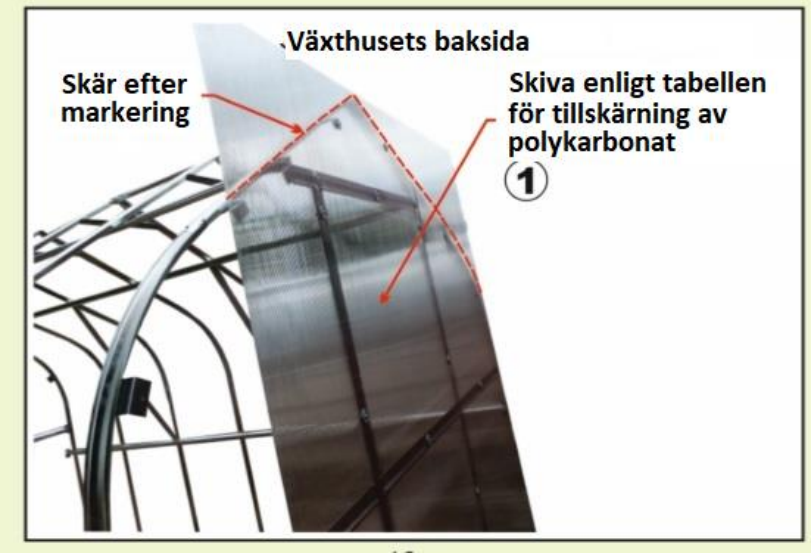

Bild 19
19. **Montering av polykarbonaten. NOTERA: om du har köpt ett växthus med extra dörrar ska baksidan av växthuset skäras ut utan H-profil – precis som på framsidan.** Efter att ha monterat ihop växthusets ramverk skär du till polykarbonaten utifrån de angivna måtten och fäster den vid ramverket. Börja fästa polykarbonatskivorna från den bakre sidan av växthuset. Fäst polykarbonatens sido-/bakre del (1:a platta i tabellen för tillskärning av polykarbonat på 2340x2100mm) på växthusets stomme genom att använda en markör, markera böjningsradien och skära utefter markeringen. Eller fäst polykarbonaten med skruvar M5-12 (29) och muttrar M5 (31), och skär sedan av den polykarbonat som är utanför ramverket längs med stommen (Bild 19).